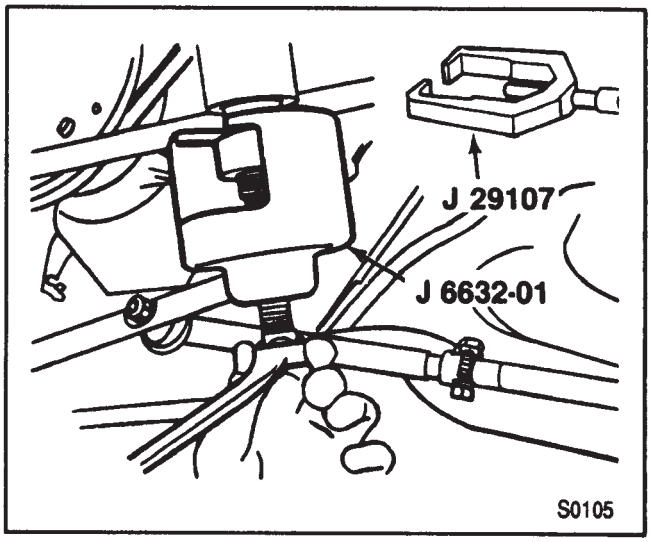

Figure 7—Removing the Pitman Arm
9. Pitman arm (12). Use J 6632-01 or J 29107 (figure 7).